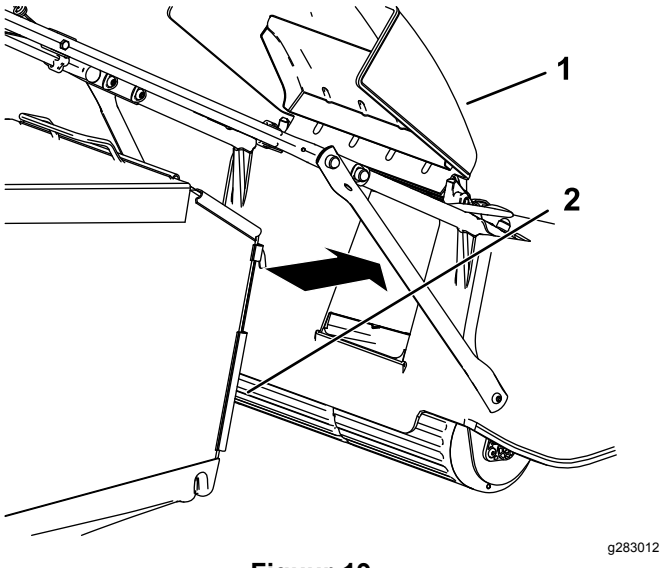

Figuur 19
3. Haak de grasvanger op zijn plaats (Figuur 19).